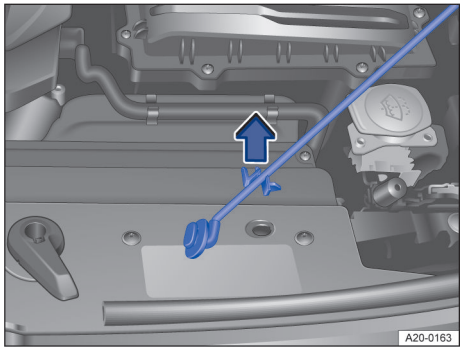
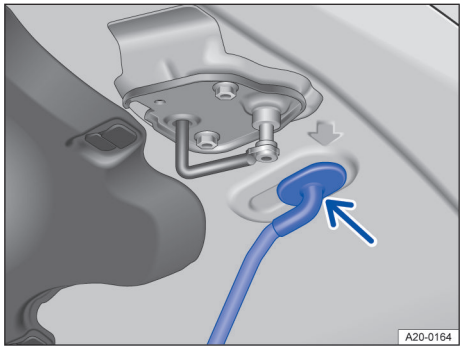

Fig. 193 Dans le compartiment-moteur : béquille de capot-moteur dans la fixation.
Fig. 194 Sur le capot avant : logement pour béquille de capot avant
4. Retirez la béquille de capot-moteur de sa fixation → fig. 193 dans le sens de la flèche et mettez-la en place dans l'ouverture → fig. 194.
2. Décrochez la béquille de capot-moteur de l'ouverture → fig. 194 et enfoncez-la dans la fixation → fig. 193.